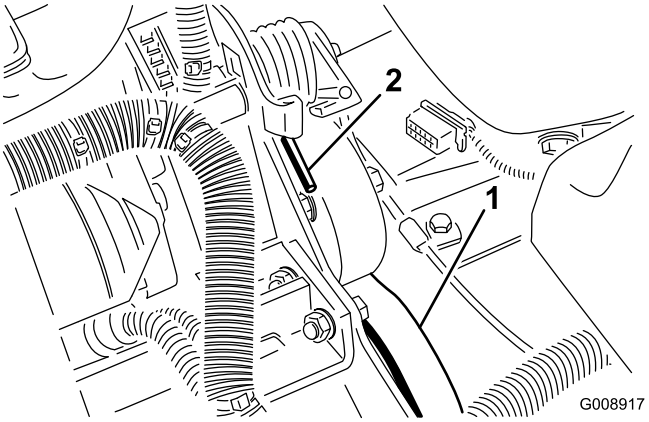

Figur 54
2. Tryck fjäderänden (Figur 54) nedåt och framåt för att kroka av den från fästet och lätta på fjäderspänningen.